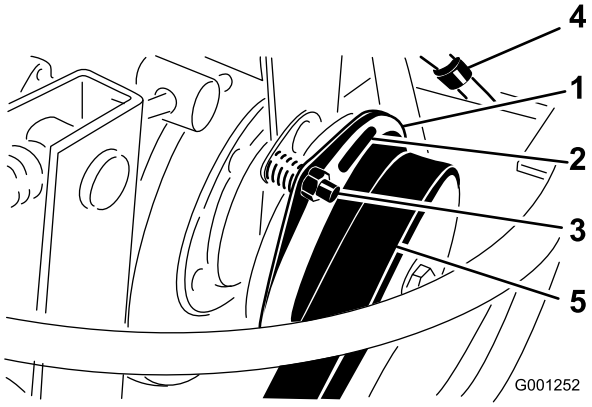

Figur 65
3. Justera luftgapet så att ett 0,381 mm bladstål kan föras in mellan kopplingskanten och friktionsplattan med lätt tryck (Figur 65). Du minskar gapet genom att vrida på justerskriven medsols (Figur 65). Det maximala servicegapet är 0,762 mm. Justera alla tre luftavstånden.